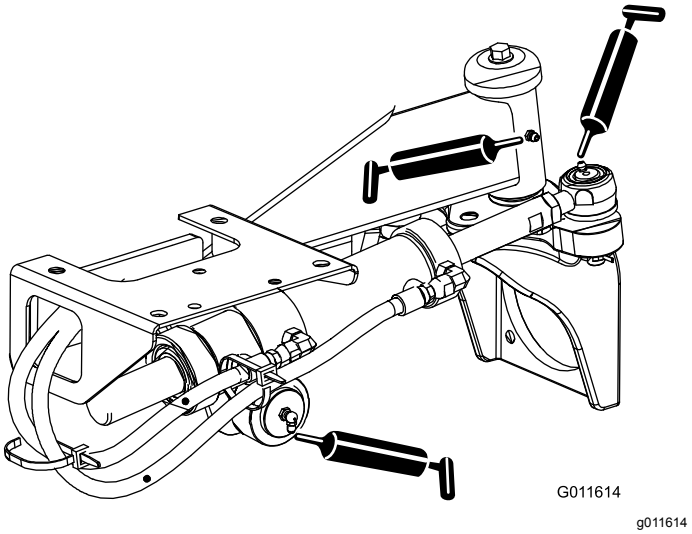

**Figur 49**
- Styretøjscylinderens kugleled (2) og bagaksel (1) (Figur 49)